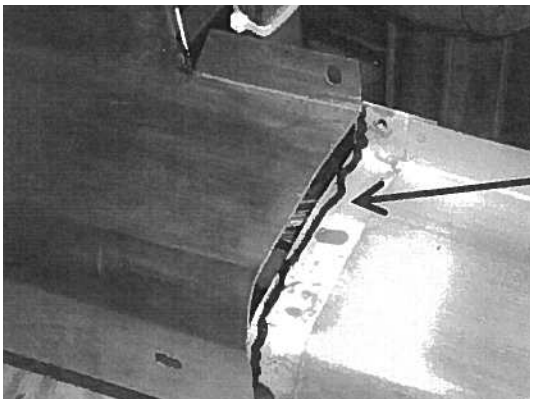

Figure 7-4. Colmater les surfaces d'ajustement entre les caches avant et arrière du socle
3. Colmater les surfaces d'ajustement entre les caches avant et arrière du socle (voir la *Figure 7-4*).